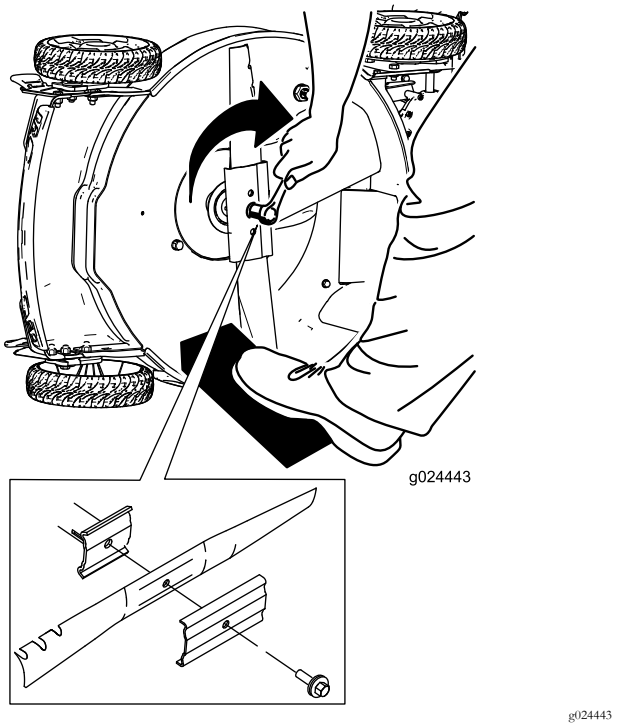

**Rysunek 32**
5. Zamontuj nowe ostrze i cały osprzęt mocujący (Rysunek 32).